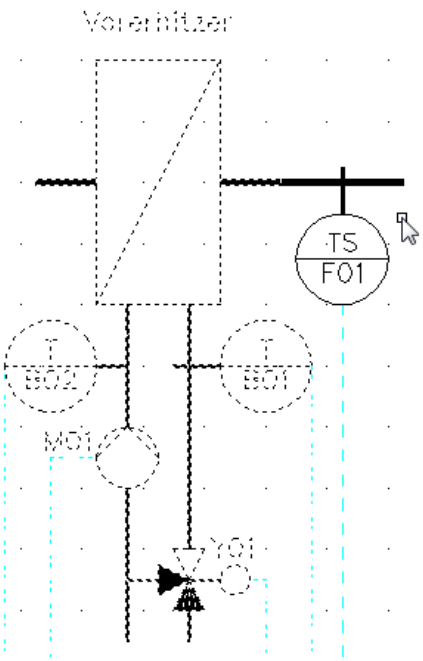

Bild 24.37 – Übertragen des Hauptgerätenamens auf die Benutzerschlüssel der Subgeräte
- Wählen Sie nacheinander alle sechs an dieses Hauptgerät angeschlossenen Subgeräte und bestätigen Sie (Abb. 24.37).